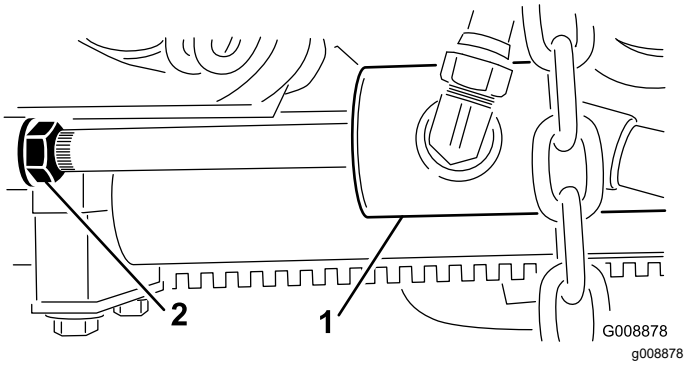

Rysunek 29
2. Poluzuj przeciwnakrętkę na tłoczysku siłownika podnoszenia (Rysunek 29).